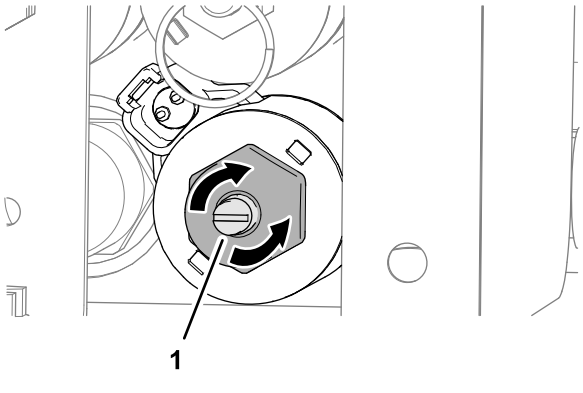

Figur 37
1. Vrid sexkantsskruven till säkerhetsventilen medurs för att öka golvhastigheten (Figur 37).